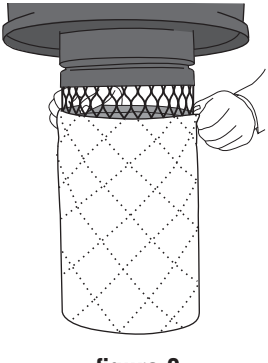

figure 9
3. Install the new bag, ensuring the tabs on the bag adaptor are aligned with the slots in the bag collar ***(figure 9)***.